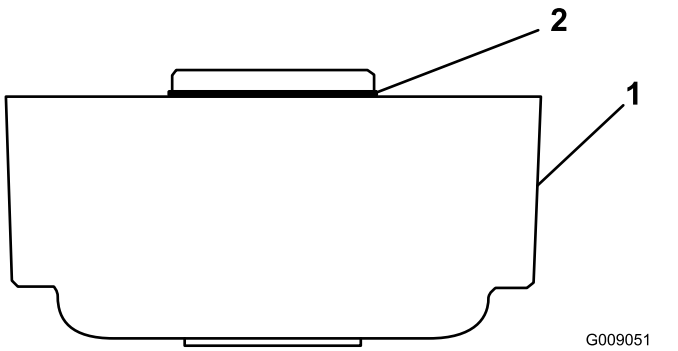

Rysunek 4
1. Upewnij się, że do obudowy szczotki wałkowej jest zamocowany pierścień uszczelniający typu O (Rysunek 4).